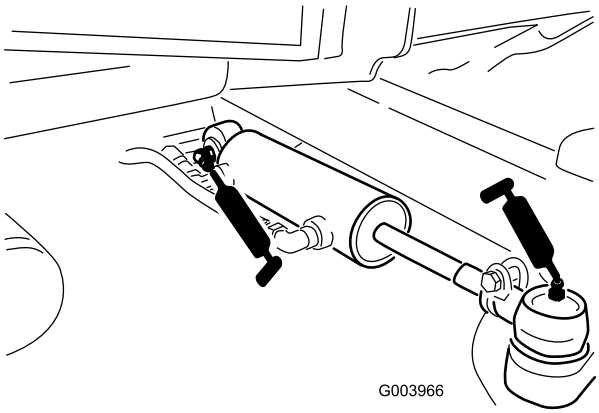

Figur 48
- Styrcylinders kulleder (2) (Figur 48)